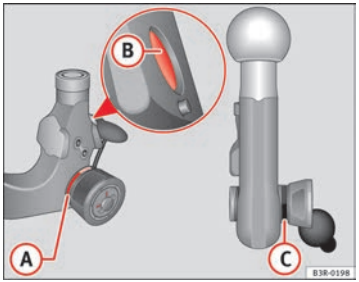

Fig. 165 Removable towing bracket: Ball joint ▶
– Check that the red marking (A) ⇒ page 204, fig. 165 on the knob is inside the black zone marked on the ball joint.
– Check that the locking pin (B) is inside the holes in the shaft section of the ball joint.
– Check that the knob protrudes visibly from the ball joint, so that there is a clear gap (C) between the knob and the ball joint.